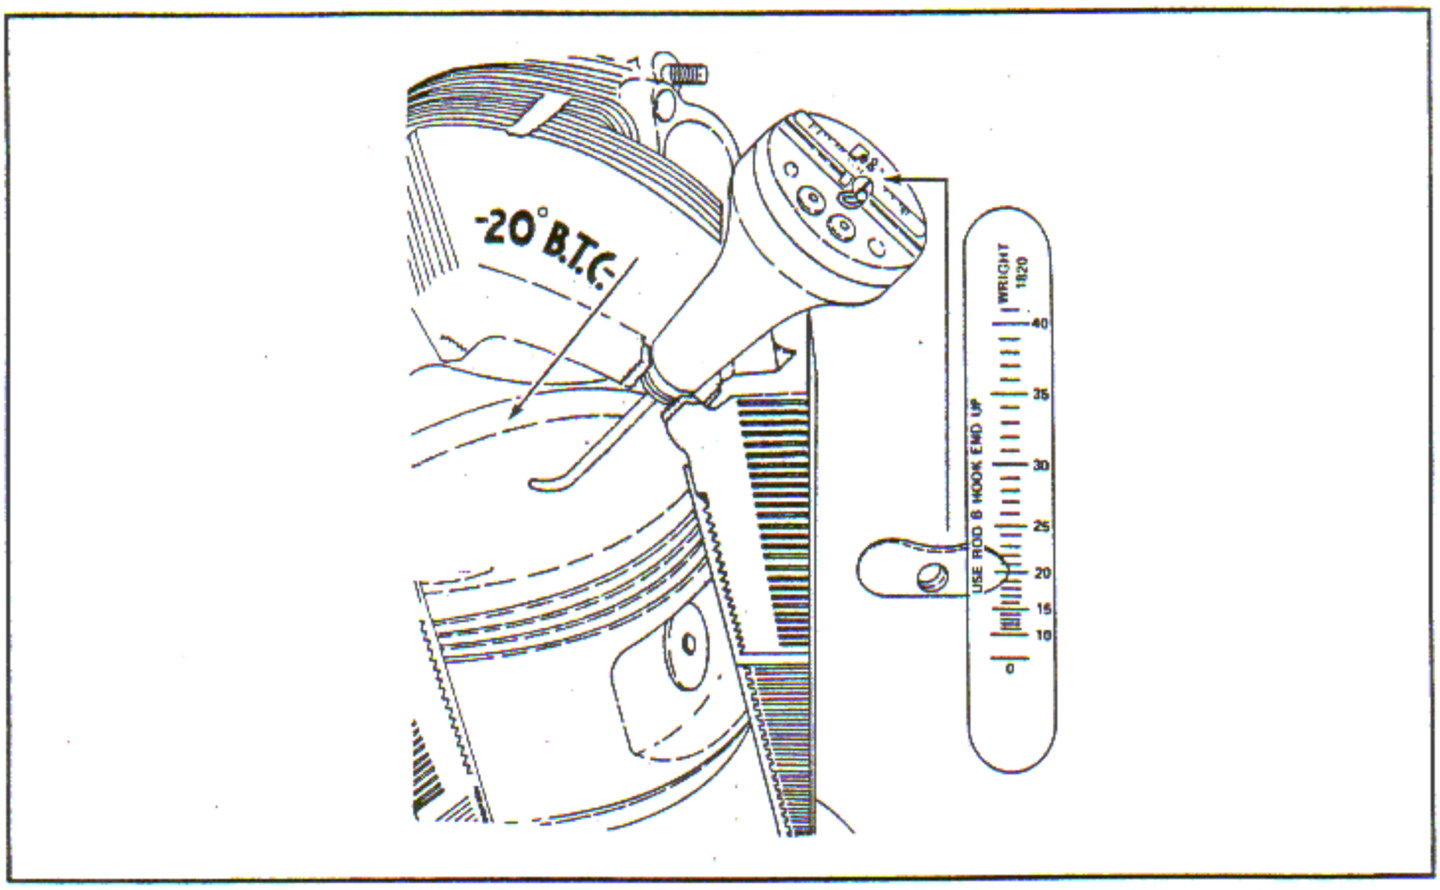

Figure 8-26. Piston Position Indicator at 20 Degrees Before Top Center
l. Slowly rotate the crankshaft in the direction of normal rotation until the pivot arm contacts the slide pointer. See figure 8-26. The light in the piston indicator will go on when this occurs, indicating the No. 1 piston is at 20 degrees before top center on the compression stroke.